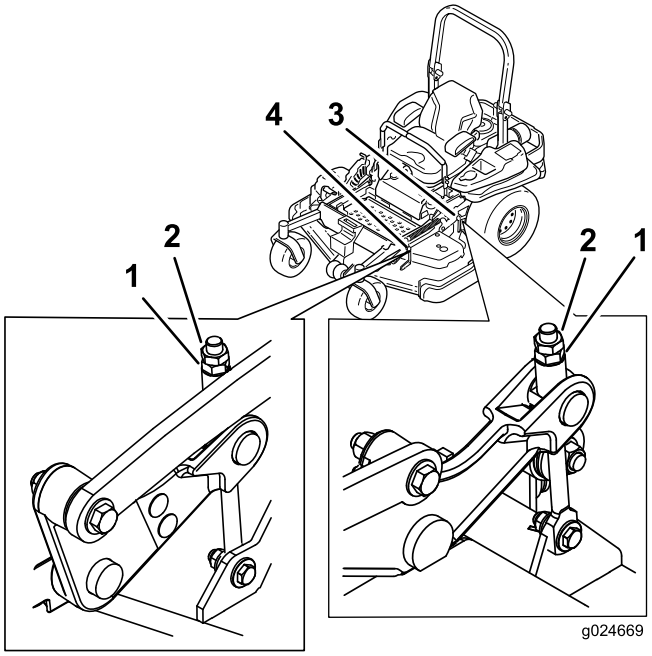

Figuur 84
9. Indien nodig kunt u de stelmoer op het voorste maaidek draaien om deze nog nauwkeuriger in te stellen (Figuur 84).
15. Regel de stelschroef fijn af om een hoogte te verkrijgen van 8,3 mm (zie Figuur 84).